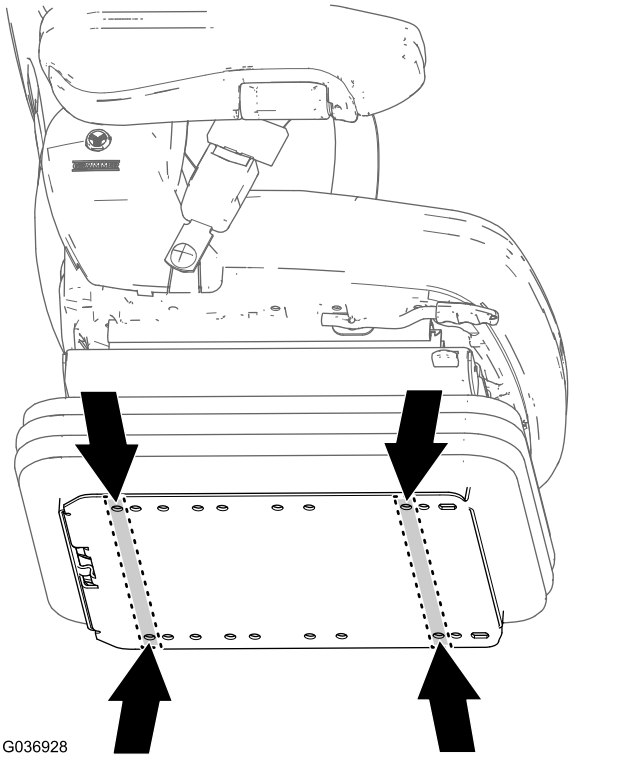

Figur 16
1. Leta reda på sätesmonteringshålen för din maskin på det nya sätets bottenplatta (Figur 16).